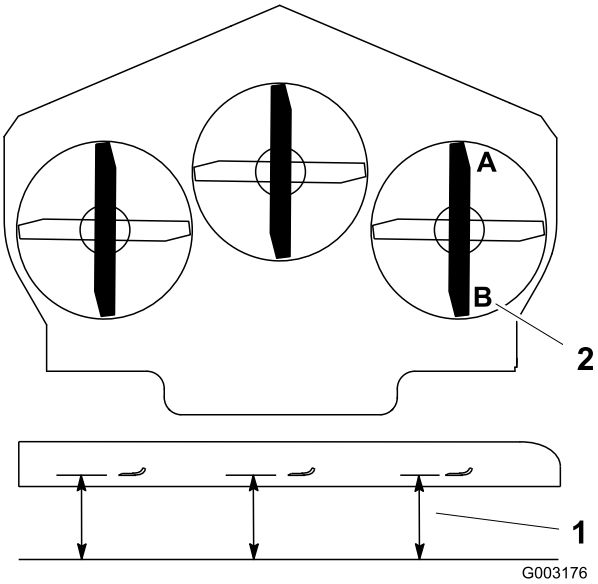

Figur 79
1. Ställ in den högra knivens främre-bakre lutning (Figur 79).
2. Mät den högra kniven vid punkt **A**, från en plan yta till knivens egg (Figur 79).
4. Mät den högra kniven vid punkt **B**, från en plan yta till knivens egg (Figur 79).
6. Klipparkniven ska vara ca 6 till 10 mm lägre vid punkt **A** än punkt **B** (Figur 79). Fortsätt till nästa steg om detta inte är korrekt.